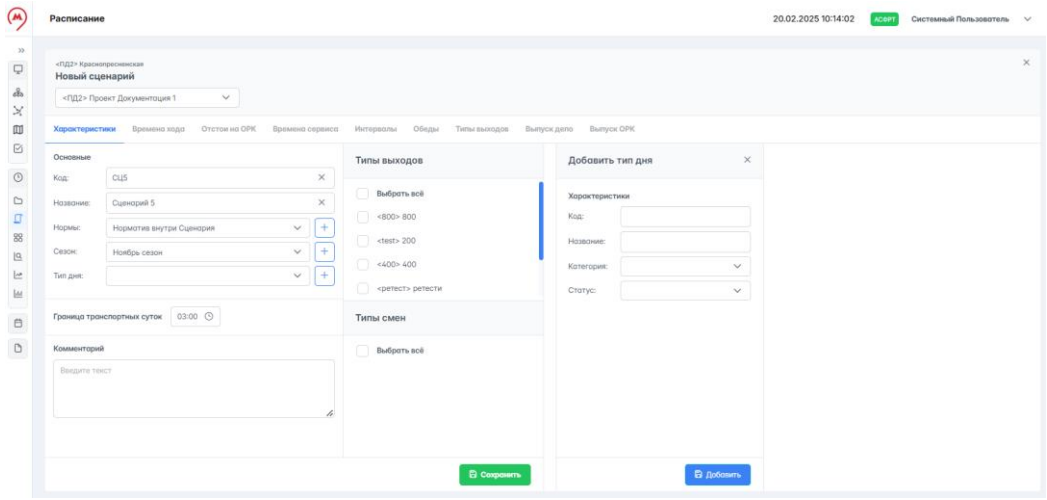

Рисунок 155 – Добавление типа дня при создании сценария
7. Заполнить поле "Тип дня" – выбрать из доступного списка тип дня. Доступный список формируется из типов дней, добавленных на вкладке "Сезоны и типы дней" страницы "Нормативы"(см. п. 4.5.4.6). Список типов дней открывается при нажатии на в поле "Тип дня". Если нужного типа нет в списке, то его можно добавить, нажав на , после этого в правой части страницы отобразится окно "Добавить тип дня" (рисунок 155). Поля данного окна заполняются согласно правилам, описанным в п. 4.5.4.6. После этого необходимо нажать на кнопку Добавить, новый тип дня будет добавлен в систему и выбран в поле "Тип дня".